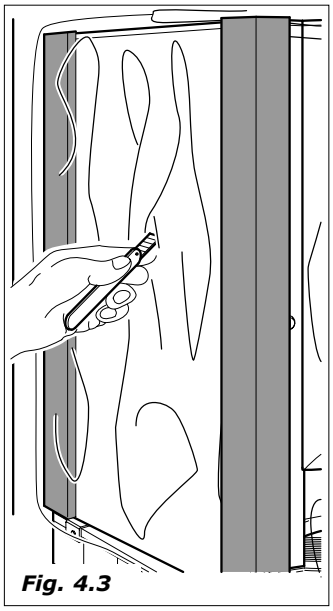

Fig. 4.3
- Tirar a embalagem do distribuidor, cortando o filme protetivo que o enrola, ao longo de um dos cantos de proteção *(Fig.4.3)*.